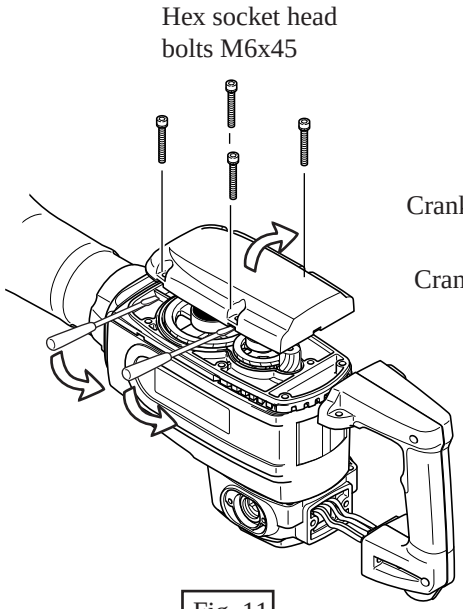

Fig. 11
(1) Take off hex socket head bolts M6x45 and insert slotted head screwdriver into the gap between gear housing cover and gear housing. Lever up gear housing cover with the inserted screwdriver. Then, gear housing cover can be separated from gear housing See Fig. 11.